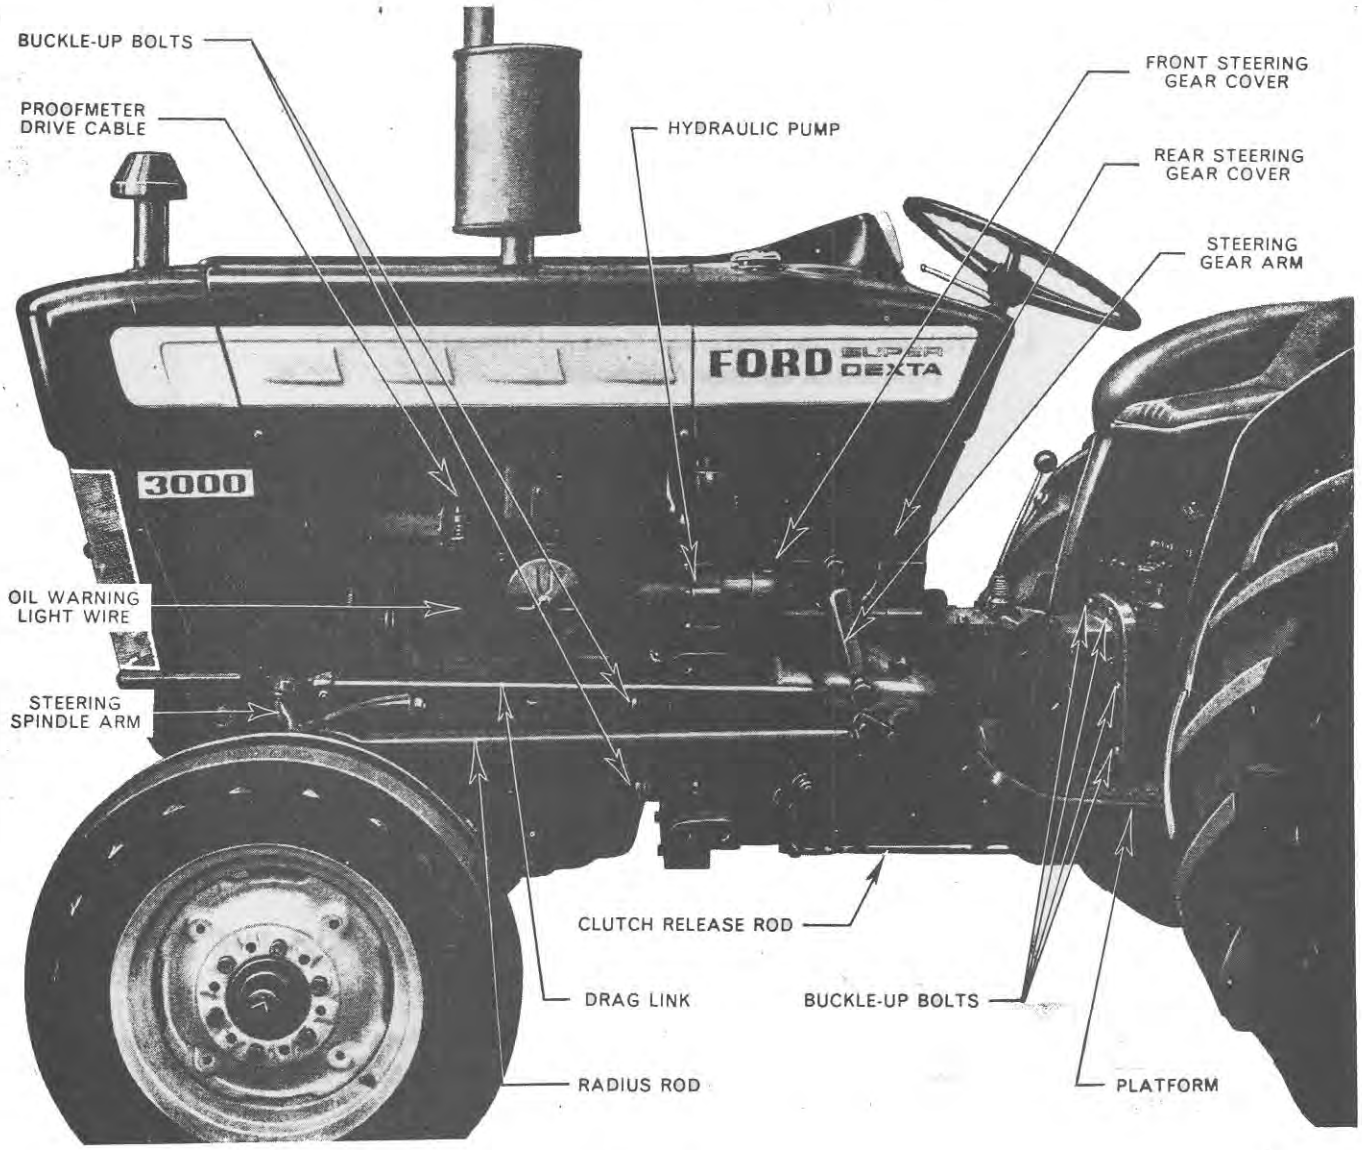

Figure 1
5. Disconnect the proofmeter drive cable from the rear of the generator, Figure 1.
6. Remove the six screws retaining the left-hand front and rear steering gear covers, Figure 1.
Remove the two lock nuts securing the left-hand and right-hand steering drag link, Figure 1, to the respective steering gear arm. Force the tapered pin from the tapered bore in the arm using a suitable separator.
13. Reconnect the proofmeter drive to the rear of the generator, Figure 1.
24. Position the left-hand front and rear steering gear covers, Figure 1. Install the retaining screws.
6. Remove the four bolts in each of the left- and right-hand platforms and remove the platforms from the rear axle centre housing, Figure 1.
7. Remove the cotter pin and clevis pin from the clutch release arm and disconnect the clutch operating rod, Figure 1.
3. Align the clutch operating rod clevis with the clutch release arm and install the cotter pin and clevis pin, Figure 1.
4. Install the left- and right-hand platform with four bolts at each side and secure the platform to fender screws, three at each side, Figure 1. The right-hand platform should be checked for maximum parking brake ratchet engagement.